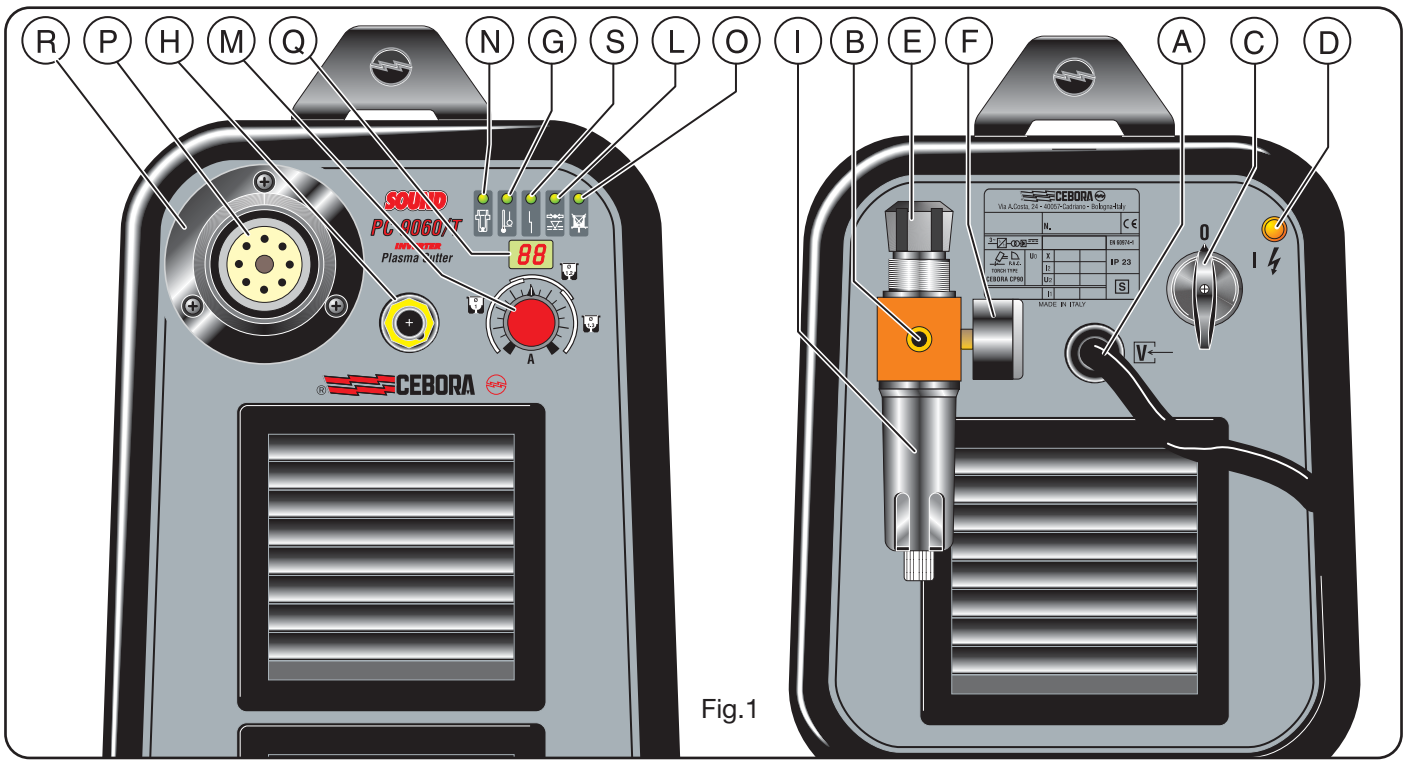

Fig.1
2.1 MONTAGE SNIJTOORTS (Fig. 1)
1) Deze beveiliging voorkomt overbelasting tijdens de ontsteking van de boog en tijdens het snijden. De overbelasting wordt aangegeven doordat de led **G** (zie fig.1) continu gaat branden.
2) Deze beveiliging voorkomt de werking bij een omgevingstemperatuur van minder dan -20 C. Dit wordt aangegeven doordat led **G** (zie fig.1) knippert.
Deze veiligheid is op de snijtoortsvoeding aangebracht, en voorkomt dat het apparaat functioneert bij een te lage luchtdruk. De beveiliging wordt aangegeven doordat de led **L** (zie fig.1) gaat branden.
2) De beveiliging plaatst het apparaat in geblokkeerde toestand als de elektrode zodanig verbruikt is dat hij moet worden vervangen. Deze tweede functie wordt aangegeven doordat de led **N** (fig.1) gaat branden. Als deze beveiliging in werking treedt schakel het apparaat dan uit alvorens de elektrode en het mondstuk te vervangen. (Alleen voor Art. **356).**